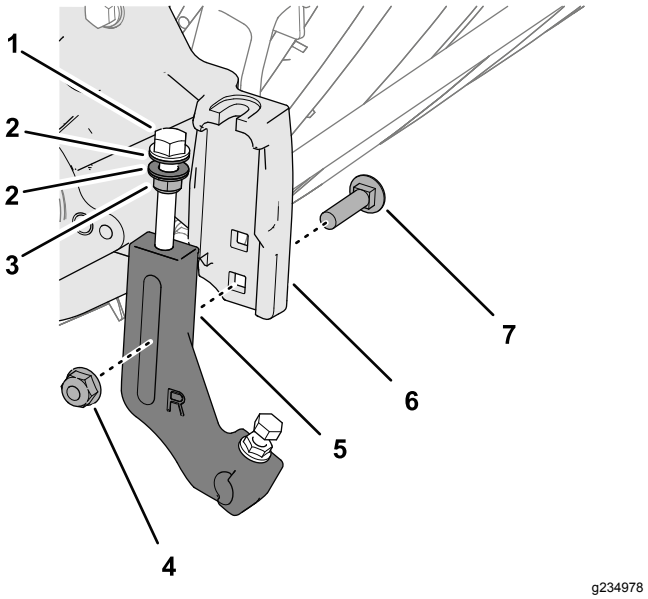

Figura 7
1. Usando el orificio cuadrado inferior del soporte de altura de corte de la chapa lateral, monte provisionalmente un soporte de altura de corte alta en la chapa lateral (Figura 7) con una contratuerca (⅜") y el perno de cuello cuadrado que guardó en el paso 3 de Retirada de los soportes de altura de corte (página 2).